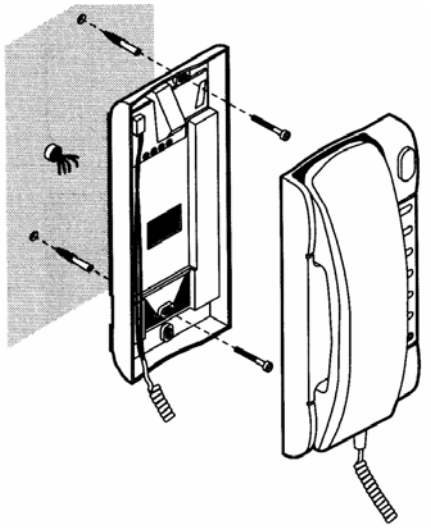

rys. 3
2) Przymocować unifon do ściany przy użyciu 2 kołków rozporowych dostarczonych wraz z unifonem (**rys. 3**).